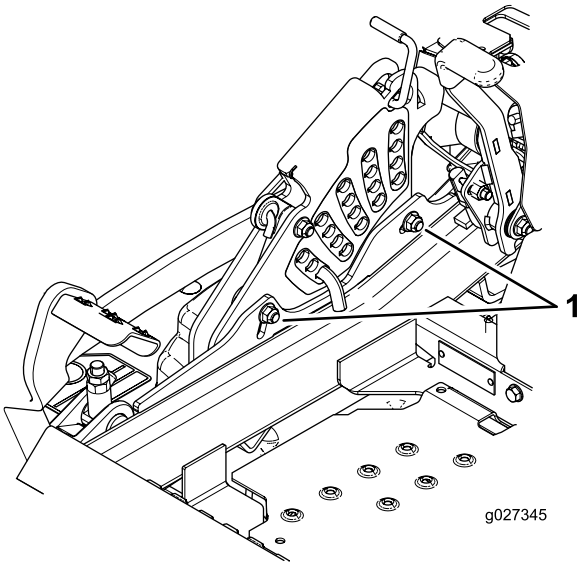

Figur 90
12. Hvis du vil justere ettrinnsjusteringsenheten, må du løsne de to boltene nederst på klippehøydeplaten. Se Figur 90.
14. Stram til de to boltene nederst på klippehøydeplaten (Figur 90). Stram til med et moment på 37–45 N·m.